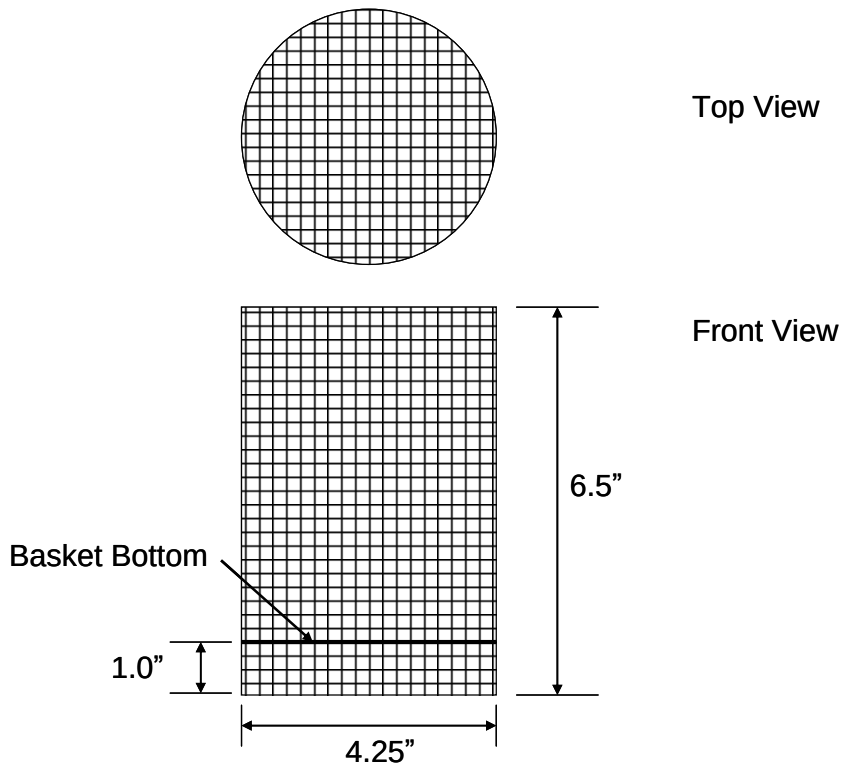

Figure 1—Wire Basket Assembly
2.4 *Wire basket*, constructed with 0.25-in. sieve cloth, dimensions shown in Figure 1.